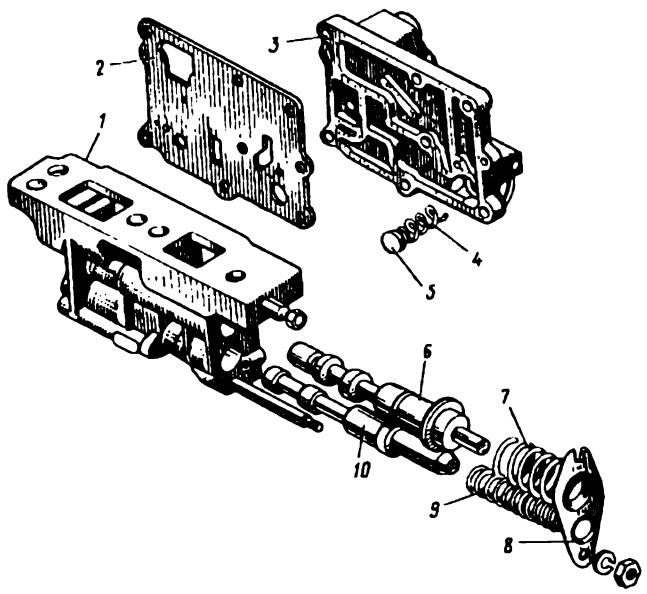

Рис. 104. Регулятор давления:
2. Выверните винты и снимите крышку *3* (рис. 104) и пластину *2* регулятора давления, выньте пружину *4* и тарельчатый клапан *5* переднего насоса.